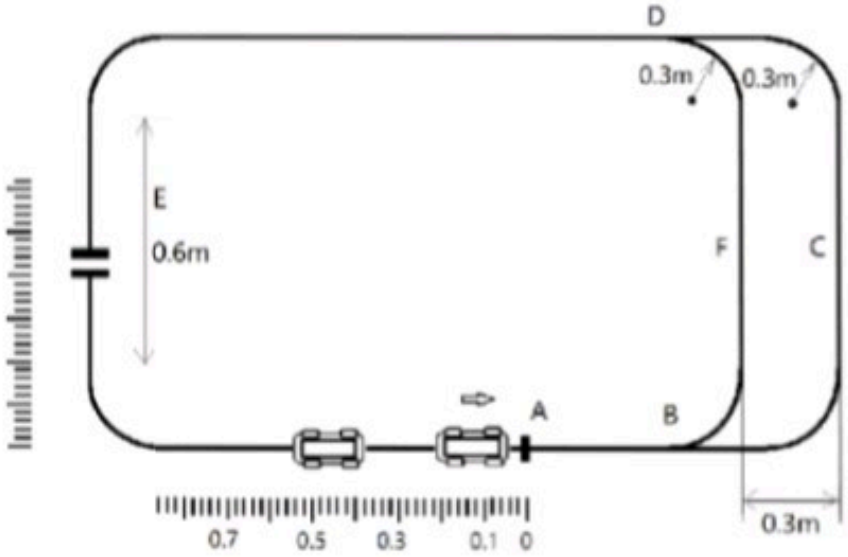

图2 行驶场地可以画出刻度
6. 为了便于测试，允许在制作行驶场地时，在路径的 E 点和 A 点的旁边画上刻度尺，如图 2 所示。